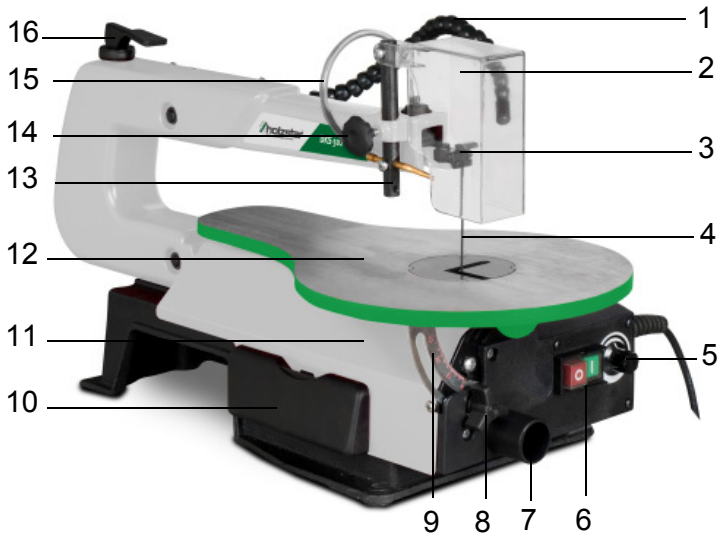

Fig. 3 Scie à chantourner DKS 502 Vario
1. Rabattez le levier de serrage (16, fig. 3) vers le haut, pour détendre la lame de scie (4).
7. Tendez la lame avec le levier de tension (16, fig. 3) - rabattez le levier vers le bas) et rabattez le carter de protection de la lame vers le bas.